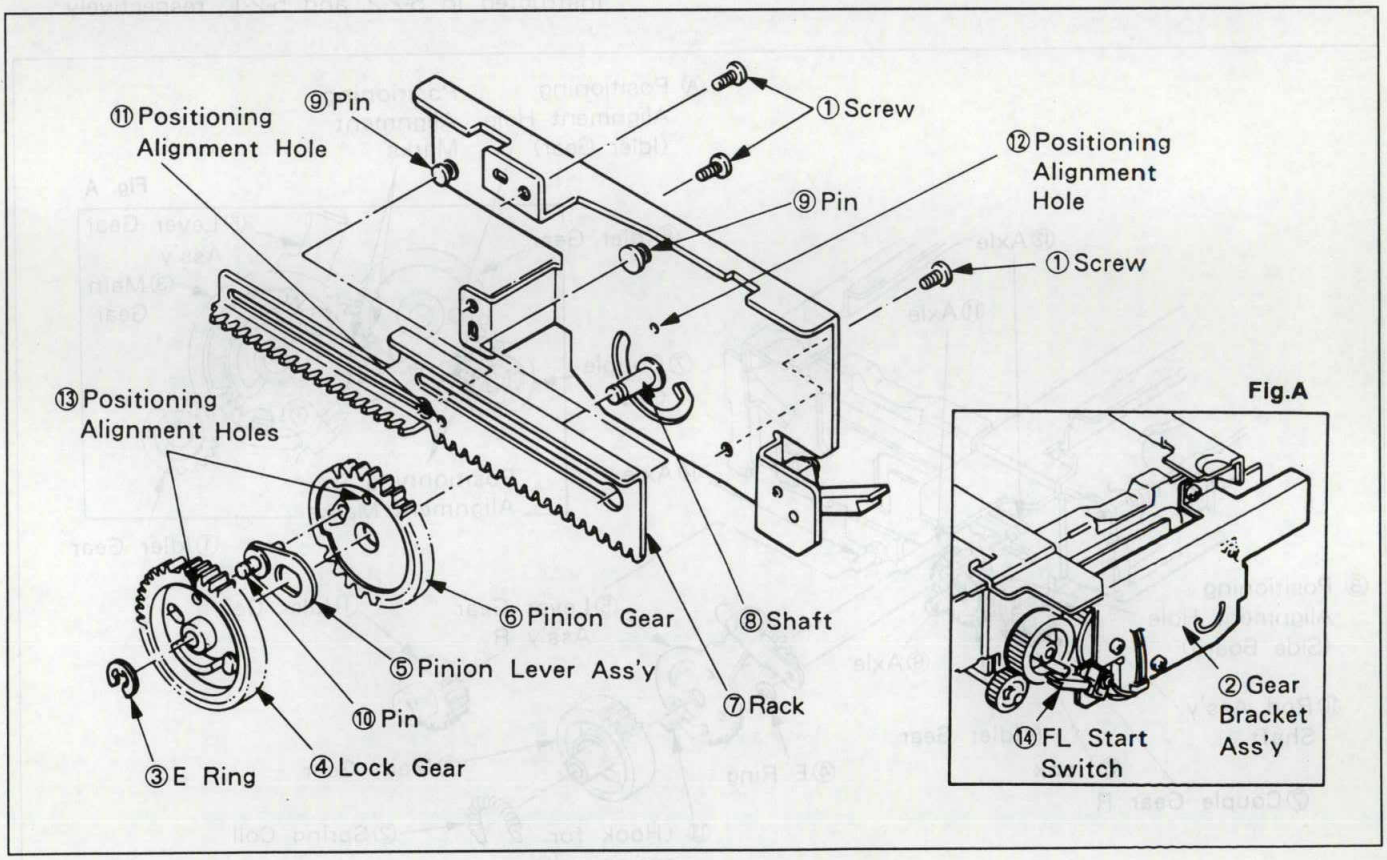

Fig. 5-2-2. Gear Bracket Ass'y
5-2-2. Gear Bracket Ass'y (See Fig. 5-2-2.)
Also align the positioning alignment holes ⑬ of PINION GEAR and LOCK GEAR with the positioning alignment hole ⑫ of GEAR BRACKET by referring to Fig. 5-2-2. After mounting them, check to be sure that FL START SWITCH ⑭ is in the ON state shown in Fig. A.